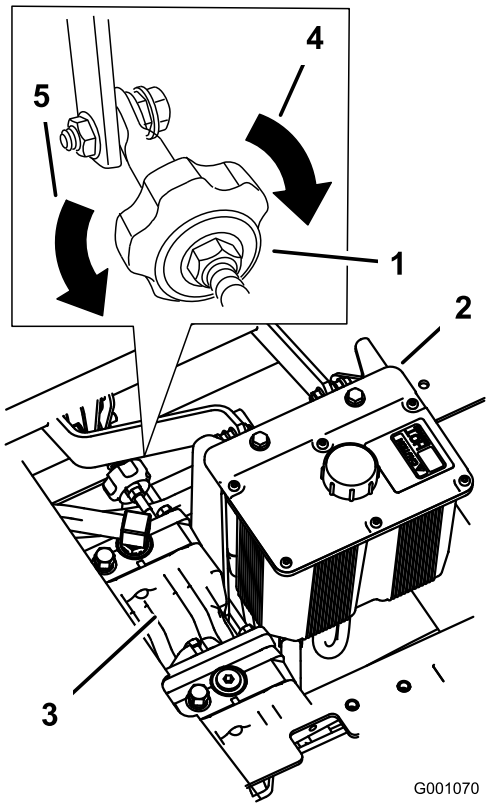

Figur 69
2. Ställ in pumpstavslängden genom att vrida ratten i lämplig riktning tills hjulet står stilla eller långsamt roterar bakåt (Figur 69).